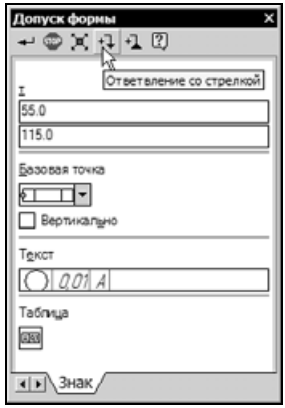

Рис. 3.66
- Щелкните на кнопке **Ответвление со стрелкой** панели специального управления (рис. 3.66).